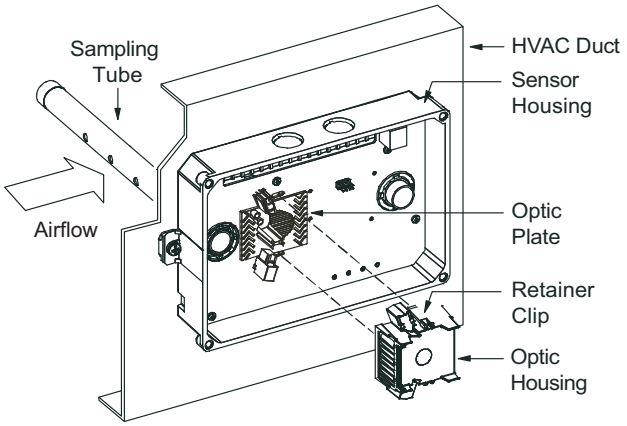

Fig. 39 — Sensor Cleaning Diagram
1. Disconnect power from the duct detector then remove the sensor's cover (see Fig. 39).